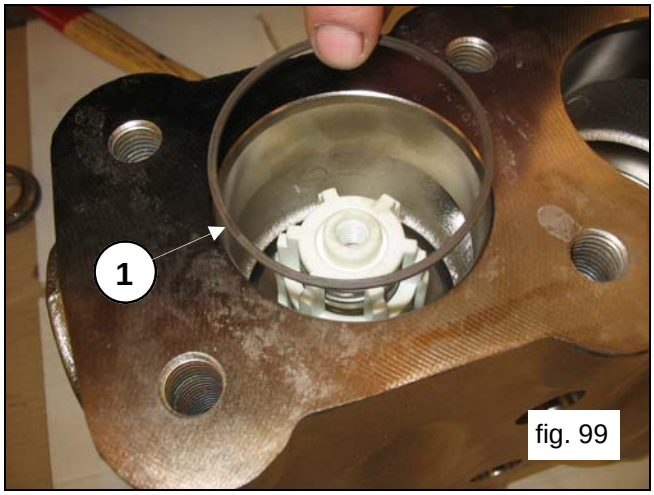

fig. 99
Insert the anti-extrusion ring, exploded view position n.16 (pos.①, fig.99).